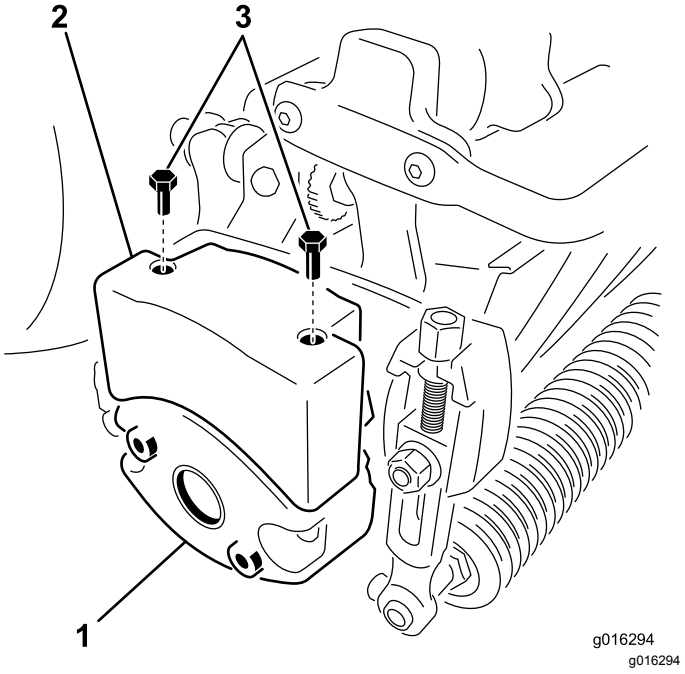

Rysunek 10
4. Odkręć 2 śruby mocujące obciążnik do boku zespołu tnącego (Rysunek 10).
6. Zamocuj górny obciążnik do obciążnika zespołu tnącego, używając 2 śrub z łbami sześciokątnymi (Rysunek 10).